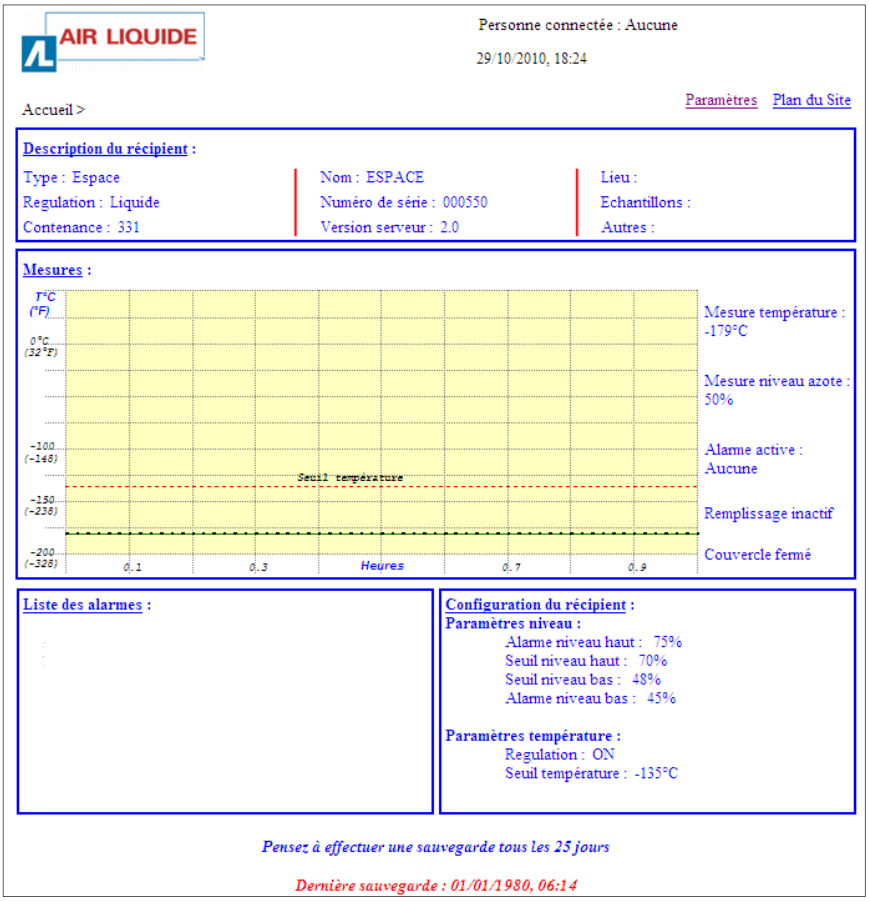

Abbildung 14-7: Startfenster des Embedded Webservers.
2. Der Internet-Browser zeigt die *Start*-Seite des Embedded Webservers an (siehe Abbildung 14-7), auf *Parameter* klicken.